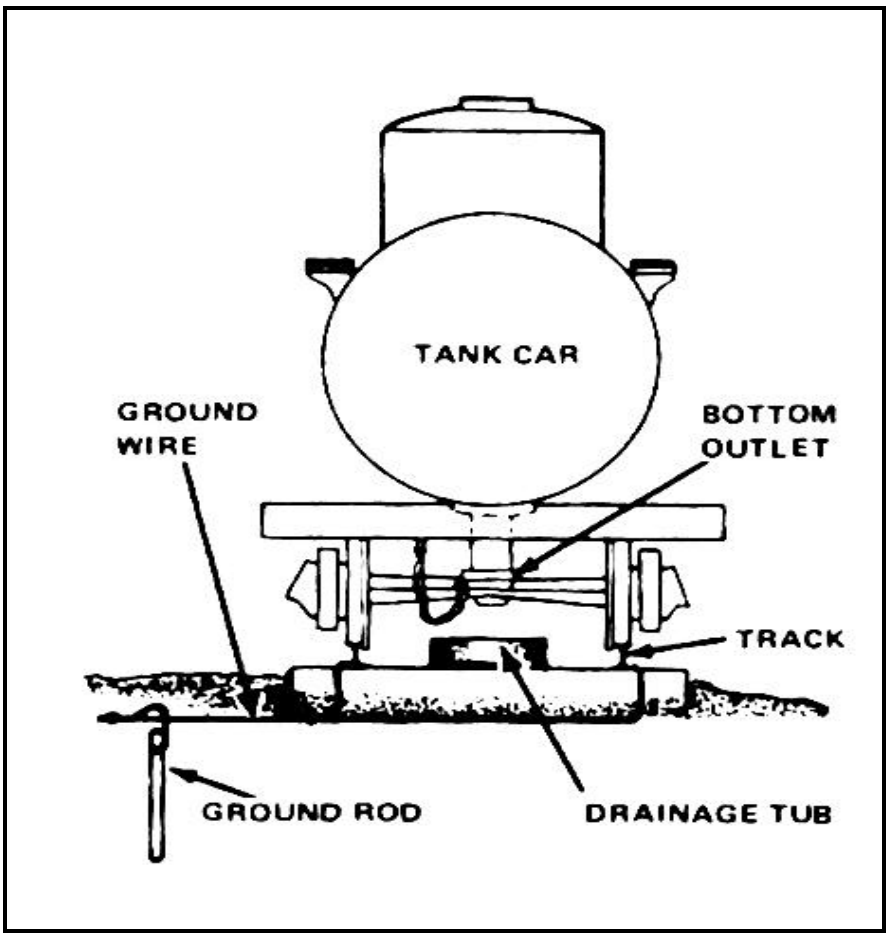

Figure 12-21. Grounding a tank car
•Bond the steam nozzle to the tank shell with a bare copper wire. Check the rails under the tank car for correct bond and ground as shown in Figure 12-21, page 12-29. To ground the track vehicle-